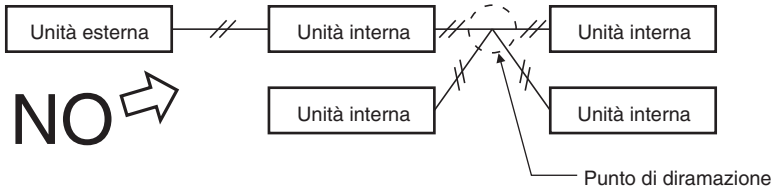

Fig. 4-4
(3) Non installare fili di controllo fra unità, ad esempio con diramazioni a stella. Tale tipo di collegamento causa problemi di indirizzo. (Fig. 4-4)